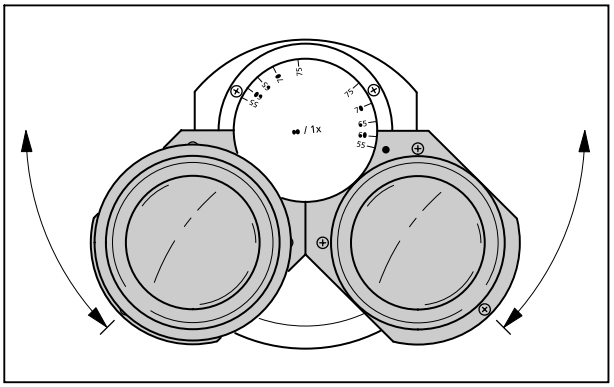

Bild 3-58 Okularabstand am binokularen Tubus einstellen
- Okularabstand (Pupillendistanz) durch symmetrisches Schwenken der beiden Okularstutzen gegeneinander an den individuellen Augenabstand des Beobachters anpassen (Bild 3-58).